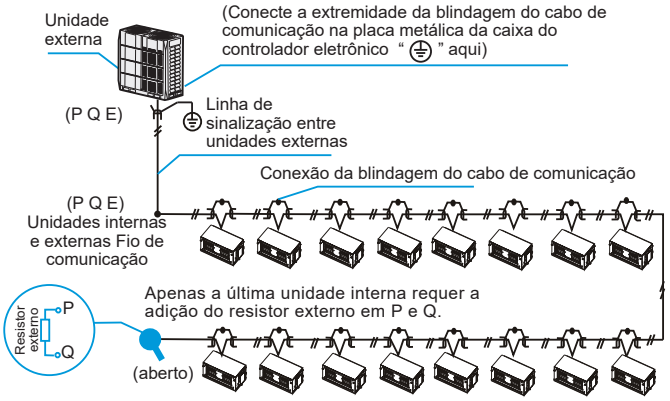

Figura 27
- O cabeamento de comunicação entre as unidades interna e externa deve conectar uma unidade após a outra através de encadeamento em margarida desde a unidade externa até a unidade interna final, a camada blindada deve estar devidamente aterrada, um resistor externo deve ser adicionado à última unidade interna para melhorar a estabilidade do sistema de comunicação (consulte a Figura 27).